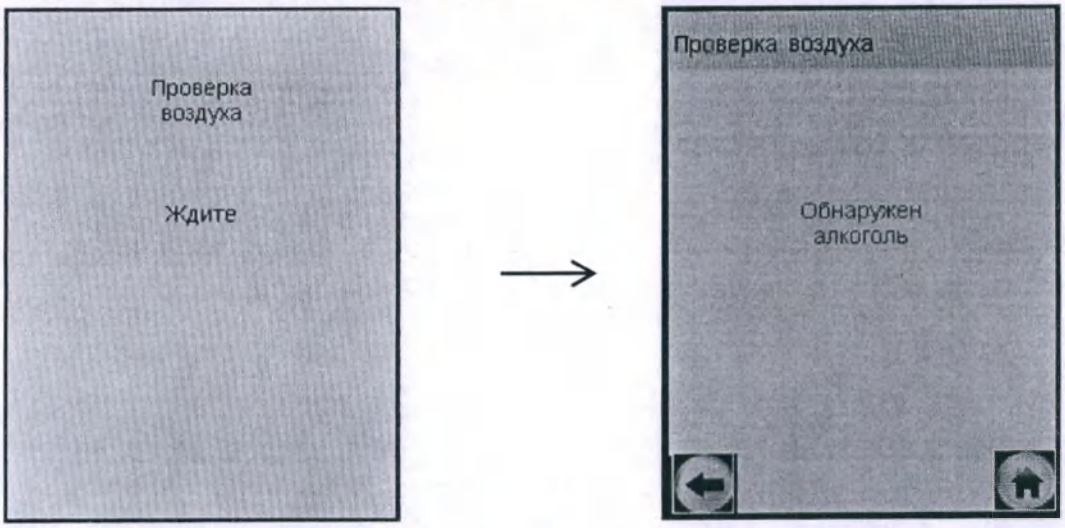

Рисунок 18 – В окружающем воздухе, мундштуке или в заборной системе обнаружены пары этанола
2.8.20 Если при выполнении 2.8.10 настоящего РЭ в окружающем воздухе, мундштуке или заборной системе анализатора будет обнаружен этанол или другие компоненты, которые могут оказать влияние на показания анализатора, на экране появится сообщение «**Обнаружен алкоголь**» (рисунок 18, справа).